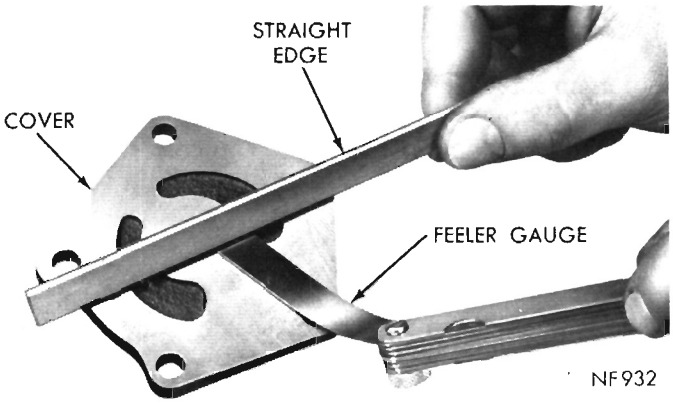

Fig. 53—Measuring Oil Pump Cover Flatness
(1) The mating face of the oil pump cover should be smooth. If cover is excessively scratched or grooved, it should be replaced.
(2) Check for excessive cover to rotor wear by laying a straightedge across cover surface. If a .0015 inch feeler gauge can be inserted between the cover and straightedge, discard cover and install a new one (Fig. 53).